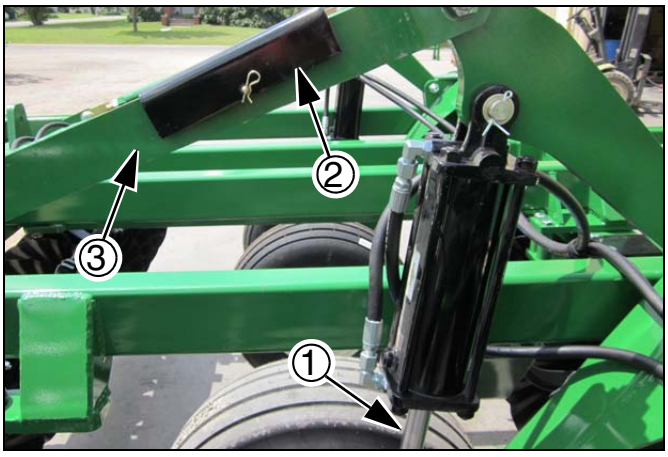

Figure 26
2. Retirez les goupilles de transport des ailes ④ ***Consultez la Figure 26*** et rangez-les dans les bobines ⑤ de la barre de soutien de l'aile. Ouvrez la soupape de repliage des ailes ⑥ située sous le support de butée de profondeur.